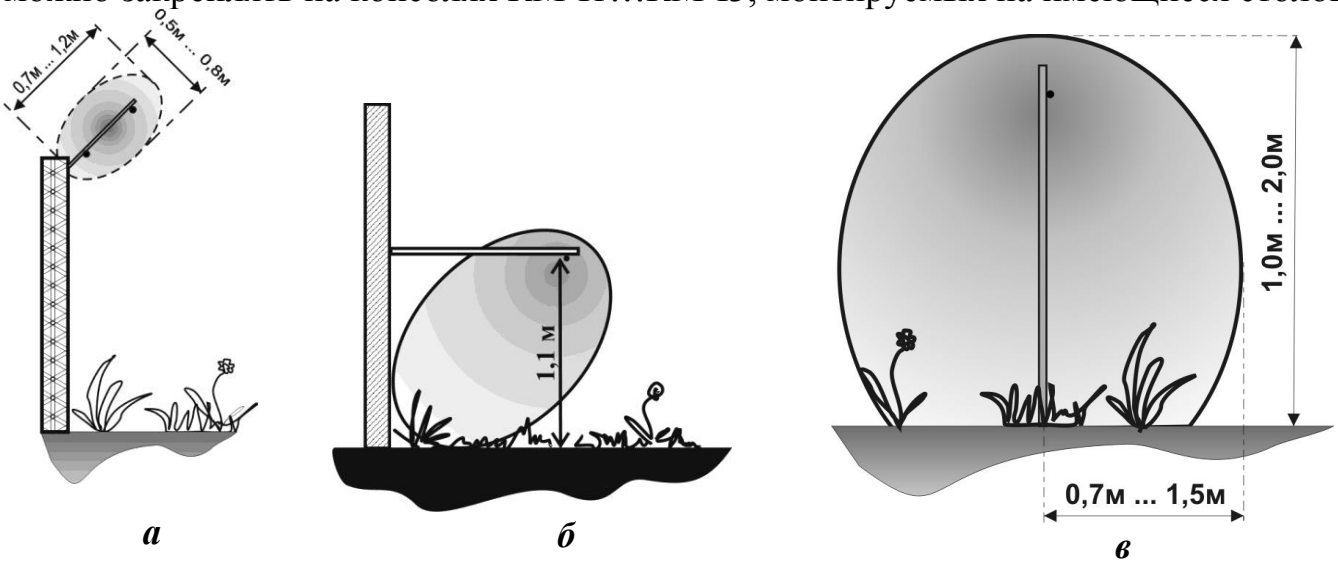

Рис. 2.1
***а***) в верхней части заграждения – козырьковый вариант с любым углом наклона (сечение ЗО см. рис. 2.1а), при этом ВП и НП закрепляются на диэлектрических консолях (КМЧ1, КМЧ2). Заграждение может быть выполнено из любого материала, а угол наклона консолей («козырька») можно оперативно менять;
***б***) вдоль заграждения (стены здания или сооружения) для контроля пролома, перелаза и подкопа, при этом ВП закрепляется на диэлектрических консолях (КМЧ3), а НП на 5…10 см заглубляется в землю (см. рис. 2.1б);
***в***) вдоль поверхности земли (см. ЗО рис. 2.1в), при этом ВП закрепляется на диэлектрических опорах (КМЧ4), а НП на 5…10 см заглубляется в землю. В случае, когда на охраняемом рубеже имеются диэлектрические или электропроводные столбы ВП ЧЭ можно закреплять на консолях КМЧ1…КМЧ3, монтируемых на имеющиеся столбы.